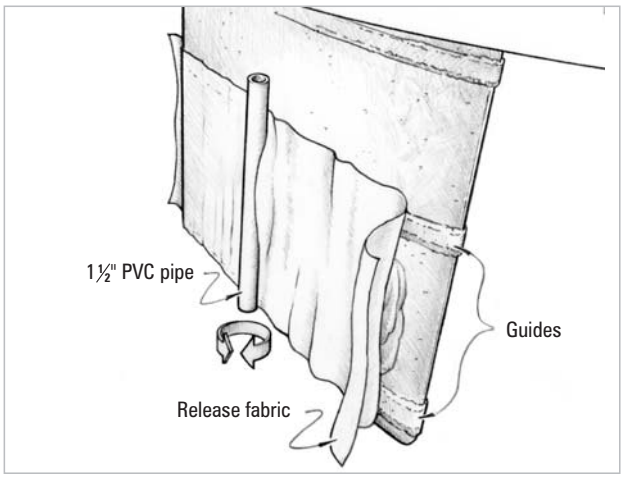

Figure 8-7 *Using the cast template profiles as guides, drag a batten across the profiles to level the fresh epoxy mixture flush with the three profiles.*
10. Lay a precut piece of release fabric over the fairing compound. The fabric should be large enough to cover the entire area from guide to guide. Using a length of 1½" diameter PVC pipe cut to span two of the guides, shape the fairing mixture flush with the guides. Beginning in the middle of the foil, roll the pipe back and forth, as you would a rolling pin, forcing fairing compound under the release fabric toward the leading and trailing edges of the foil *(Figure 8-7)*. Adjust the angle of the pipe as you approach the edges of the foil to finish with the pipe parallel to the leading and trailing edges. With the proper amount of fairing compound, a small amount of excess will squeeze from the leading and trailing edge. To give yourself adequate working time in warmer temperatures, use 206 or 209 Hardener. Allow the fairing mixture to cure thoroughly.